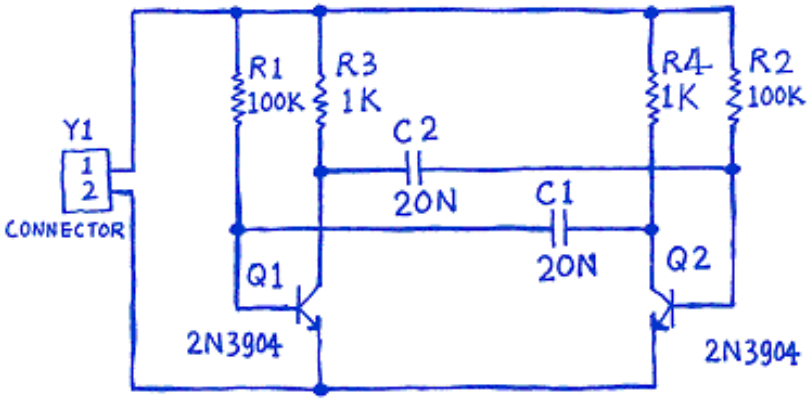

図 1. 非安定マルチバイブレータ
これで回路図を作成する準備ができました。このチュートリアルでは図 1 の回路を使用します。ここでは、2 個の 2N3904 トランジスタを使用した自動起動型の非安定マルチバイブレータ回路を作成します。
最初に Q1 と Q2 の 2 つのトランジスタを配置します。配置する位置は図 1 を参考にしてください。
4. 図 1 を見ると、Q2 のトランジスタは Q1 のトランジスタと逆向きに配置されていることがわかります。トランジスタの向きを変えるには、カーソルでトランジスタを移動しているときに X キーを押します。これにより水平方向に向きが変わります。
9. 図 1 のように抵抗を Q1 のベース側へ配置します。マウスを左クリックするか、または **ENTER** キーを押すことで部品が配置されます。
12. 図 1 の回路図を参考にして R3 と R4 を配置します。
次に、配置した部品間をワイヤによって接続します。部品間の接続を行うには、図 1 を参照して以下の手順を行ってください。